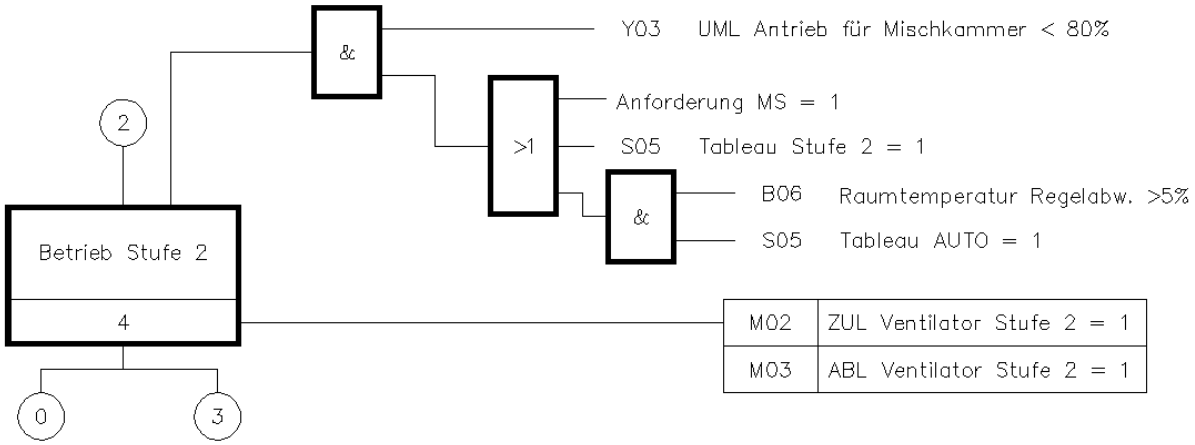

Bild 25.25 – Stufe 2 ähnelt Stufe 1. Der Rücksprung kommt von der Anfahrschaltung.
- *Betrieb Stufe 2* ist dem vorigen strukturell sehr ähnlich – bis auf die Texte und den *Rücksprung* auf Zustand *3* statt auf *4*. Diesen Graphen können Sie also mit **Strg+C** und **Strg+V** duplizieren und die Kopie entsprechend anpassen (Abb. 25.25)!